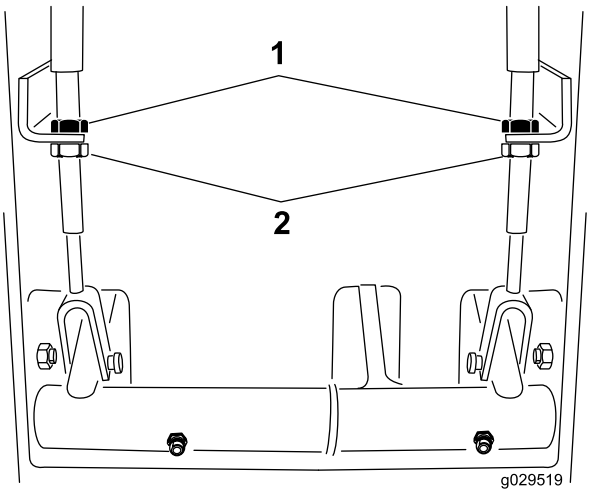

Figur 74
2. Minska bromspedalernas rörelseavstånd genom att lossa de främre kontramuttrarna på bromskabelns gängade ände (Figur 74).